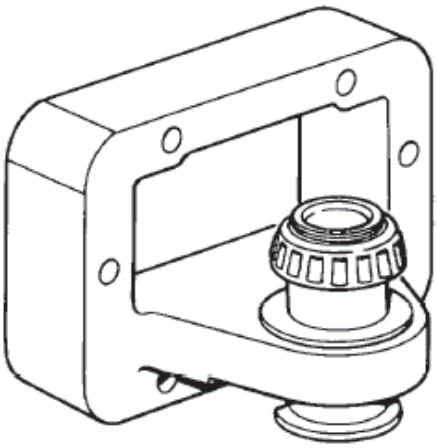

Figure 14 Positioning Bearing and Spacer
c. Position the bearing-to-housing spacer and the inner bearing on the shaft (Figure 14).